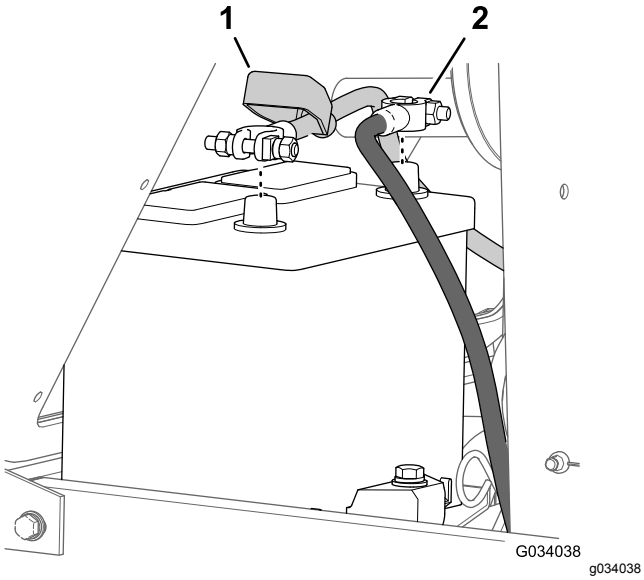

Figur 51
2. Koppla loss minuskabeln (-) från batteripolen (Figur 51).
3. Skjut bort isoleringskåpan från batterikabelns klämma (Figur 51).
4. Lossa pluskabeln (+) från batteripolen (Figur 51).
7. Anslut kablarna. Pluskabeln (+) ska anslutas till batteriets pluspol (Figur 51).
8. Anslut minuskabeln (-) till batteriets minuspol (Figur 51).